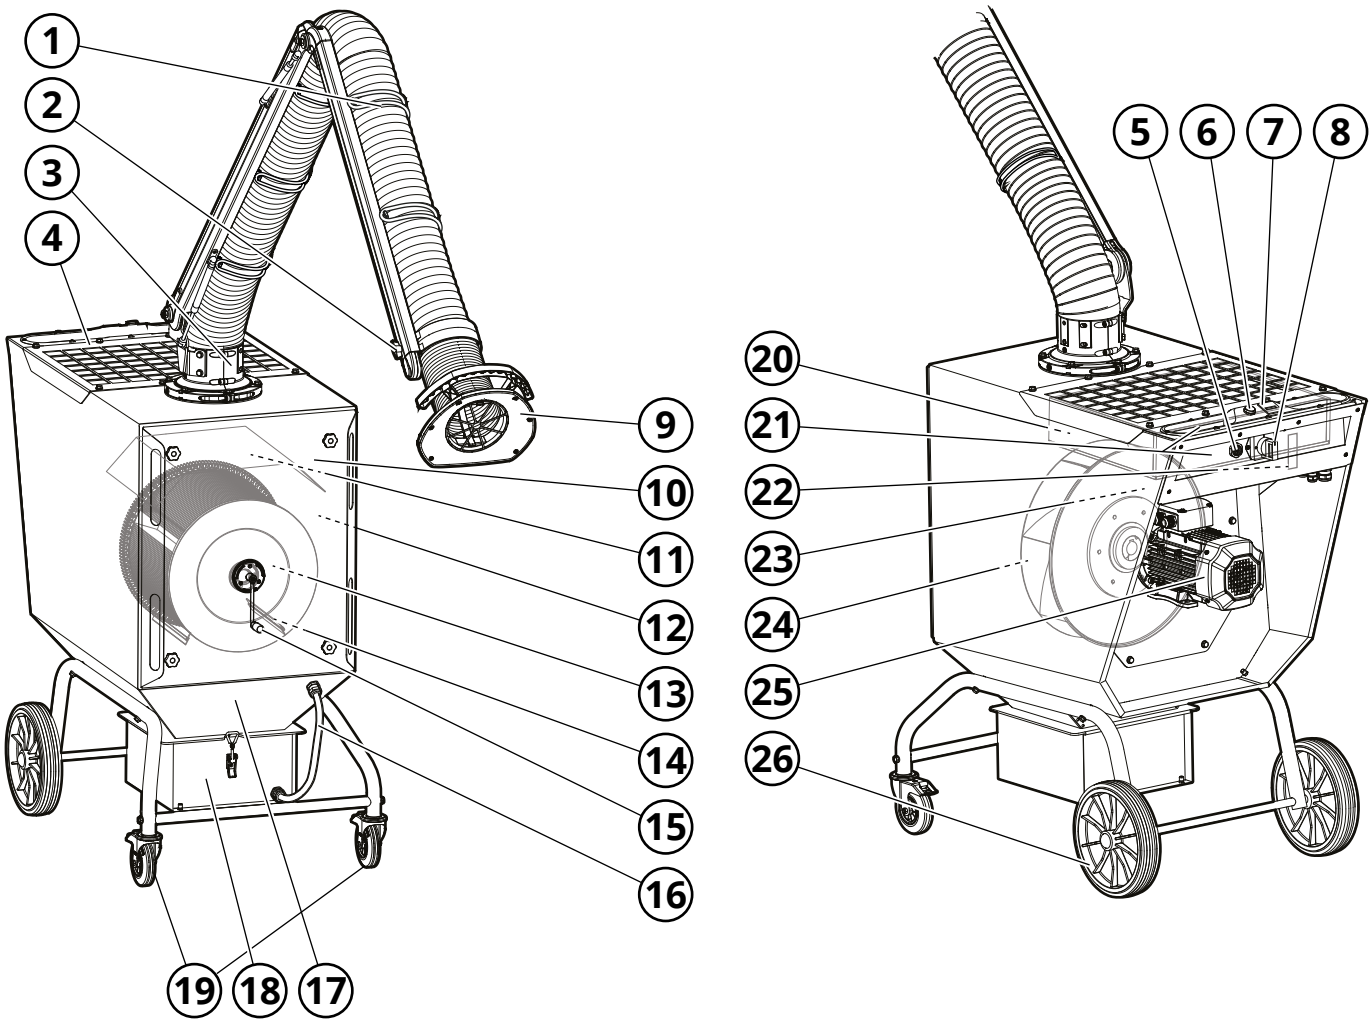

Fig. 2
Voir la **Fig. 2**.
L'air pollué est aspiré via le dispositif d'extraction locale (1, **Fig. 2**) vers le côté sale de la machine (12), où il est nettoyé à travers la cartouche de filtre (13). Le degré de filtration est de ≥ 99 % pour la pollution par poussière et fumée générée par le soudage de l'acier fortement allié, comme par exemple l'acier avec une teneur en chrome et nickel de 30 %. L'air nettoyé est ensuite aspiré par la turbine du ventilateur (24) et éjecté depuis le côté propre de l'unité de filtre (23) à travers la grille de sortie (4).